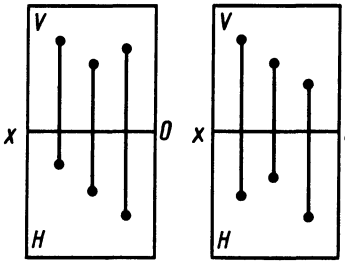

Рис. 190
75. На эпюрах (рис. 190) даны проекции голов трех учеников на полу и стене.